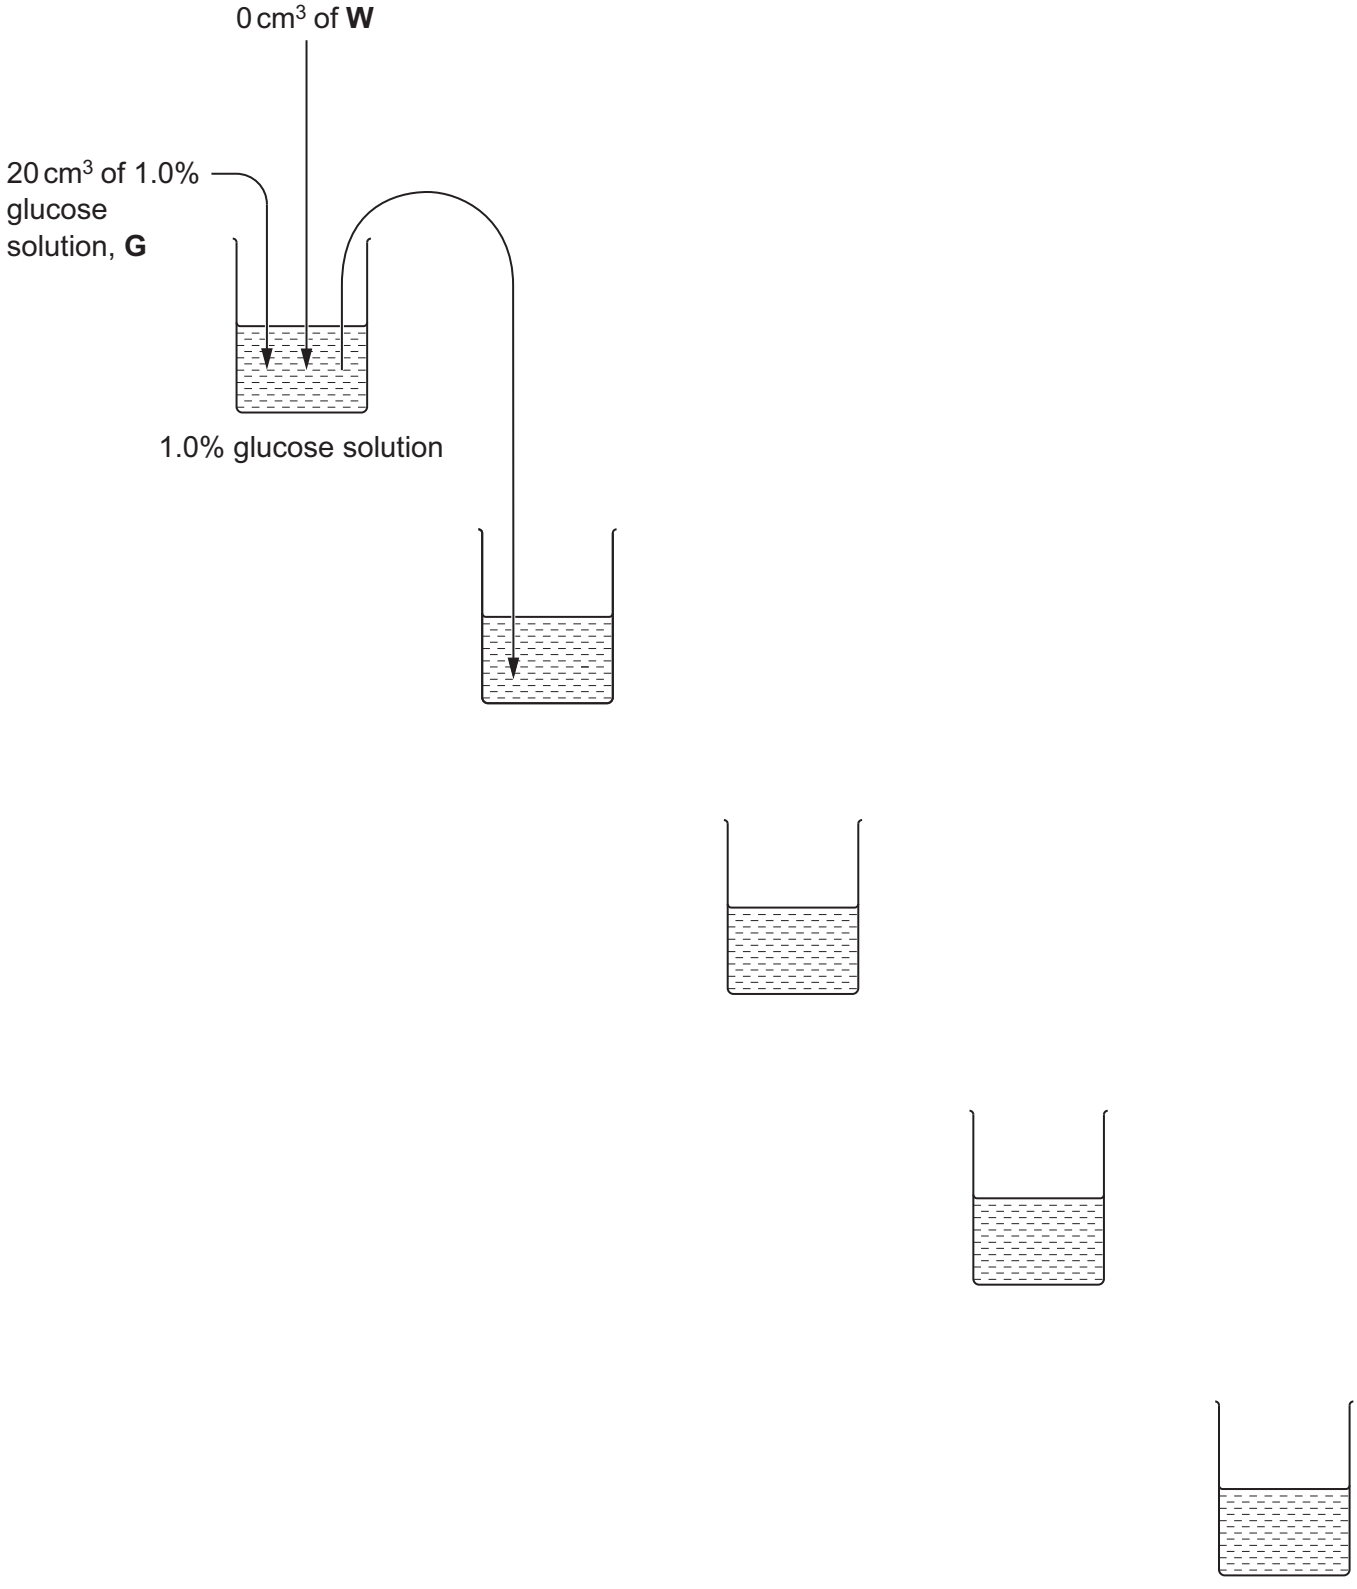

Fig. 1.3
(a) (i) Complete Fig. 1.3 to show how you will prepare your serial dilution.
step 12 Prepare the concentrations of glucose solutions as shown in Fig. 1.3.